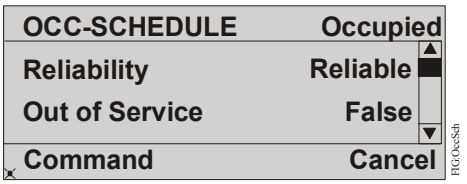

Figure 23: Occupancy Schedule Page
4. For more details on a particular item, select the item and press Enter. The Focus page for the item appears. Figure 23 is an example for the Occupancy Schedule.